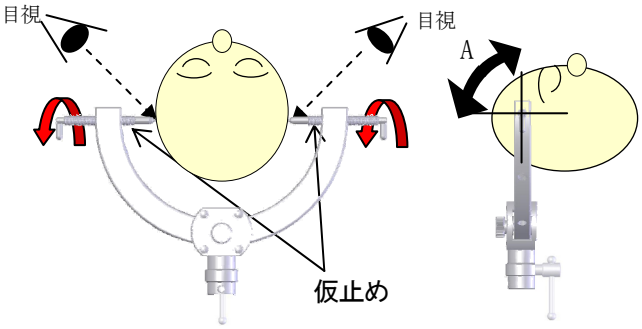

図1-1　　図1-2
① 介助者が患者の頭を支え、滅菌したスクリューピン(ヘッドピン)で仮止めします。(図1-1)頭蓋骨の硬さには、個人差があります。仮止めするときには、スクリューピンの先端部を目視確認しながら注意して固定作業を行って下さい。仮止め状態で患者頭部が、矢印A(図1-2)のように、スクリューピンを中心軸にして患者の頭が動くことを確認して下さい。